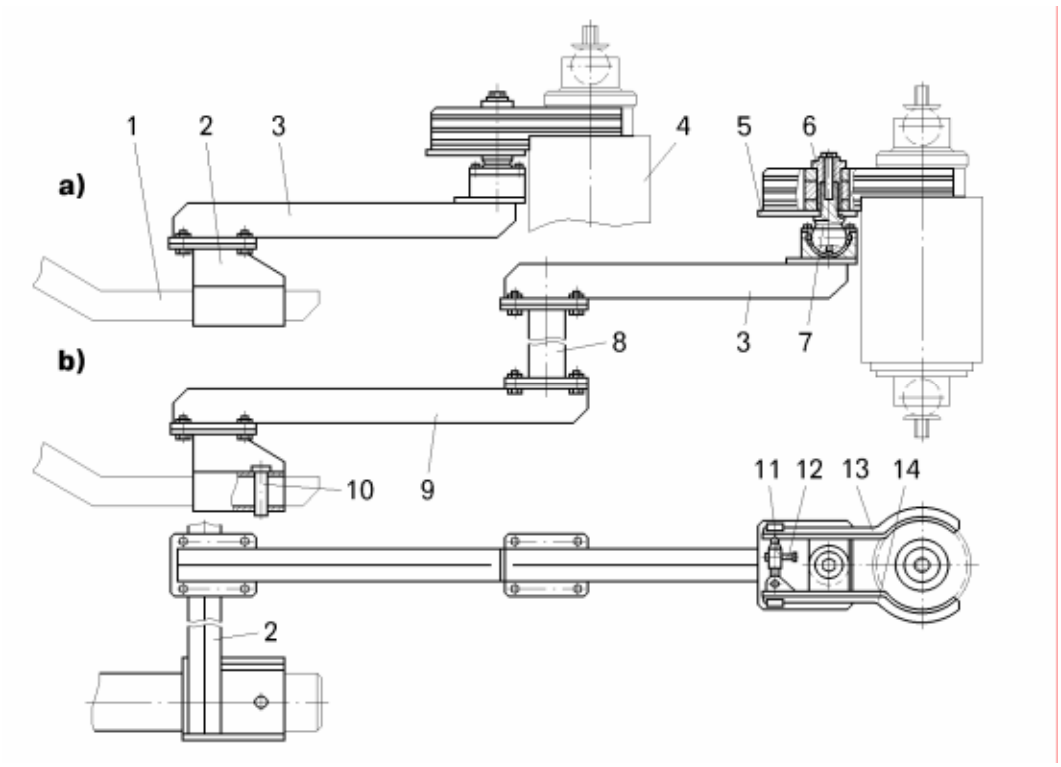

Рисунок 8.1.6 – Приспособление для снятия и установки цилиндров подвески (используется как навесное оборудование к погрузчику):
– установить захватное устройство приспособления для снятия и установки цилиндров подвески (рисунок 8.1.6), установив губки 13 и 14 на трубу основного цилиндра под торец верхней крышки цилиндра подвески 4 и надежно прижать губки при помощи гайки 11 с ручкой 12 к трубе цилиндра;
– установить захватное устройство приспособления для снятия и установки цилиндров подвески (смотри рисунок 8.1.6), установив губки 13 и 14 на трубу основного цилиндра под торец верхней крышки цилиндра подвески 4 и надежно прижать губки при помощи гайки 11 с ручкой 12 к трубе цилиндра;